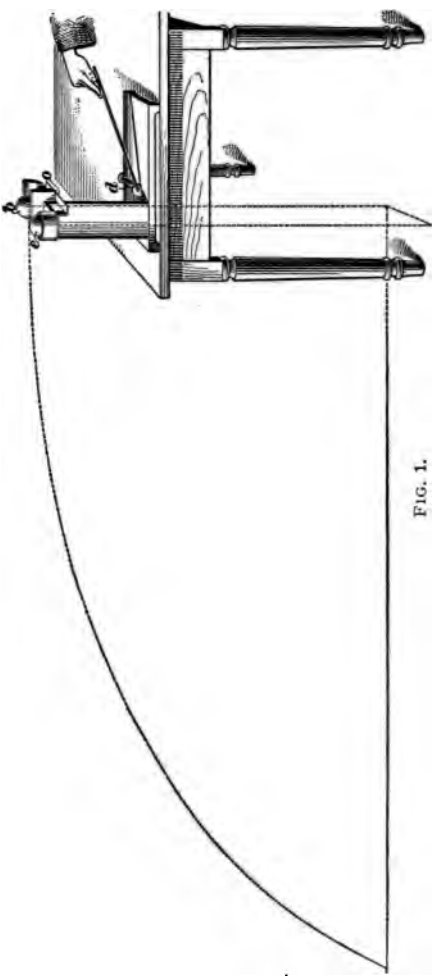

FIG. 1.
50. In Fig. 1 a ball *c* is supported in a cup, the bottom of which is attached to the lever *o* in such a manner that *o* will swing the bottom horizontally and allow the ball to drop. Another ball *b* rests in a horizontal groove that is provided with a slit in the bottom. A swinging arm is actuated by the spring *d* in such a manner that, when drawn back, as shown, and then released, it will strike the lever *o* and the ball *b* at the same time. This gives *b*